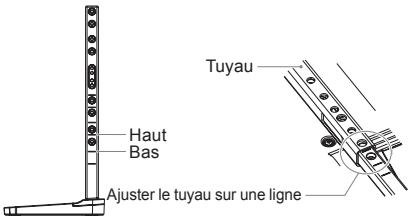

Figure 1
1. **Les lignes sur le mât du support sont des indicateurs associés au réglage de la hauteur (Figure 1). Effectuez les ajustements en fonction de ces lignes.**